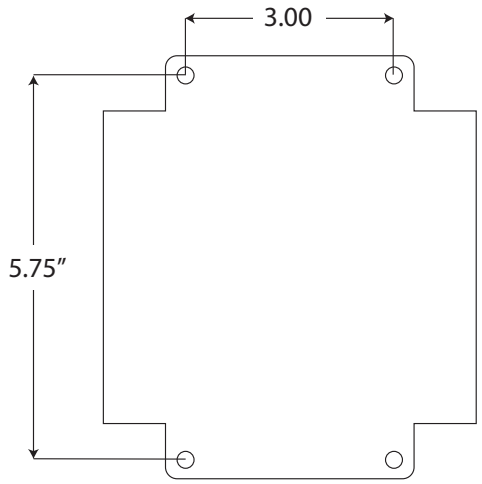

Figure 2: Sentinel mounting dimensions
1) Install four drywall anchors (if necessary). Attach the Sentinel using four #8 tapping screws. See Figure 2 for dimensions.